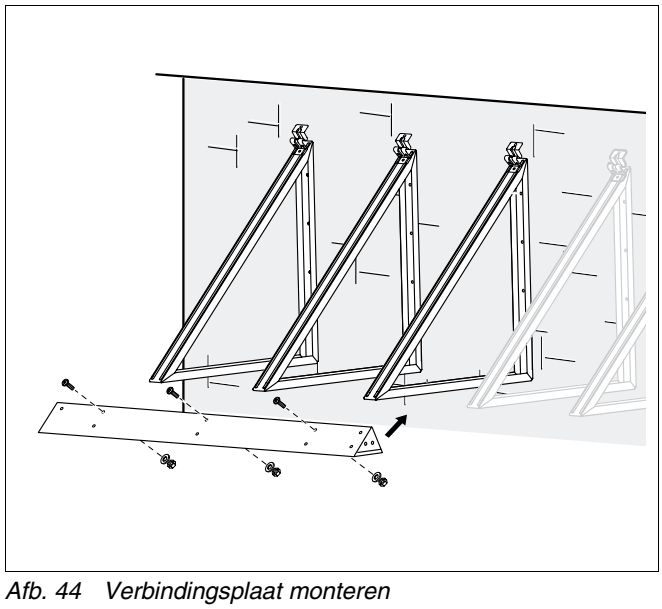

Afb. 44 Verbindingsplaat monteren
- Monteer telkens de betroffen verbindingsplaat voor een collector (afb. 44) met de bijgeleverde schroeven met bolle kop en moeren.